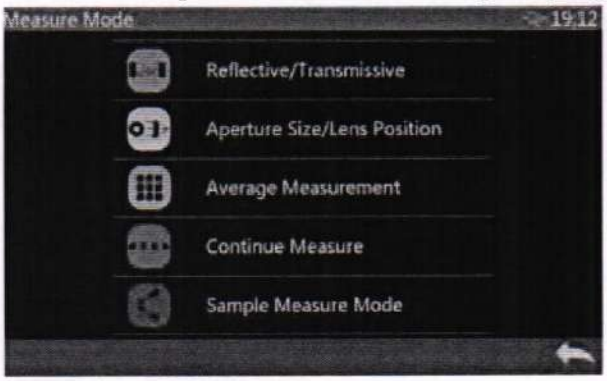
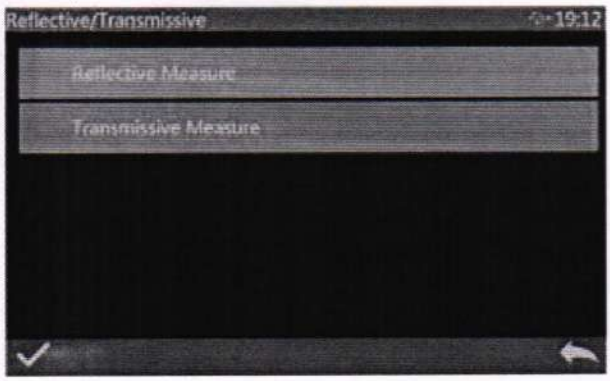
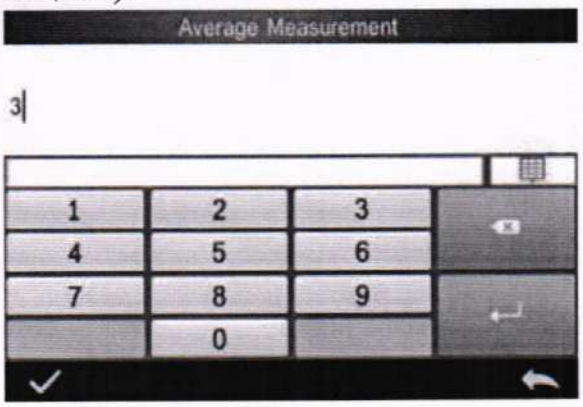

Рисунок 18 – Меню настройки параметров измерений
Рисунок 19 – Окно выбора режима измерений (в отражённом или проходящем свете)
Рисунок 22 – Окно ввода количества измерений для усреднения
10.1.2.1.5 Для моделей YS6060, YS6080 нажать кнопку «Measure mode» для перехода в меню настройки параметров измерений (рисунок 18). Нажать кнопку «Reflective/Transmissive» для перехода в окно выбора режима измерений в отражённом или проходящем свете (рисунок 19). Выбрать «Reflective Measure» для измерения в отраженном свете. Нажать кнопку ✓ в нижнем левом углу для подтверждения выбора и возврата к меню настройки параметров измерений. Нажать кнопку «Aperture Size/Lens Position» и в появившемся окне выбрать «Auto Mode». Нажать кнопку ✓ в нижнем левом углу для
10.1.2.1.7 Для спектрофотометров моделей YS6060, YS6080, YS3060, TS8260 нажать кнопку «Measure mode» для перехода в меню настройки параметров измерений (рисунок 18). Нажать кнопку «Sample Measure Mode» для перехода в окно выбора режима измерений с включением (SCI) или исключением (SCE) зеркальной составляющей. Выбрать режим с включением зеркальной составляющей (SCI). Нажать кнопку ✓ в нижнем левом углу для подтверждения выбора и возврата к меню настройки параметров измерений. Нажать кнопку ⮪ для возврата в главное меню прибора (рисунок 2).
10.1.2.1.8 Для спектрофотометров моделей YS6060, YS6080, YS3060, TS8260 нажать кнопку «Measure mode» для перехода в меню настройки параметров измерений (рисунок 18) и кнопку «Average Measurement» или кнопку «Average» в главном меню, в зависимости от версии микропрограммы, для перехода в окно выбора количества измерений для усреднения (рисунок 21). Установить значения 1 и для стандарта, и для образца (рисунок 22). Нажать кнопку ✓ в нижнем левом углу для подтверждения ввода и повторно для выхода в меню настройки параметров измерений или главное меню прибора. Для возврата в главное меню прибора нажать кнопку ⮪.